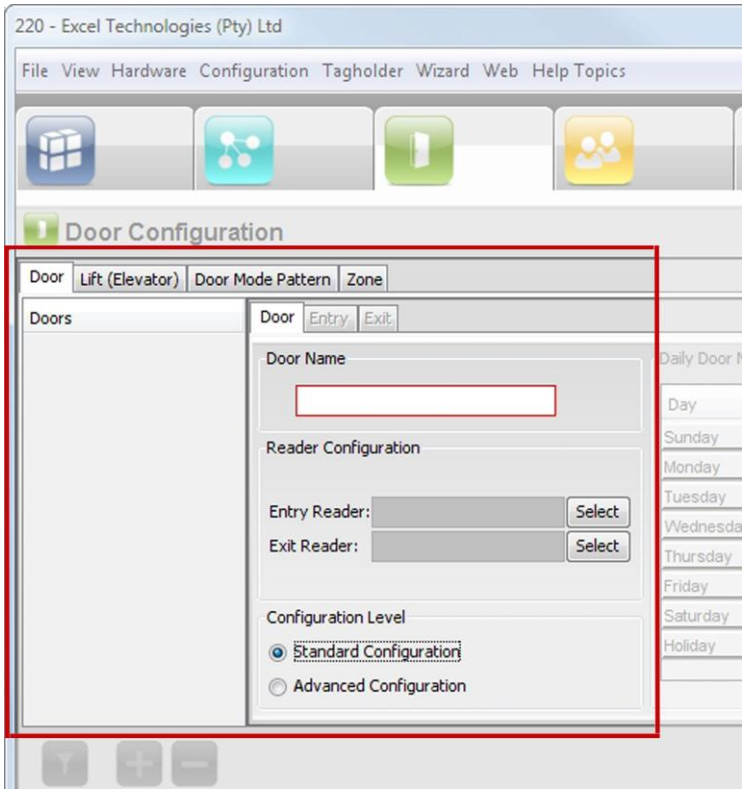

Figure 7 – Left-hand Side of the Door Configuration Pane
1. In the **Reader Configuration** group (see Figure 7), alongside the **Entry Reader** textbox, click the **Select** button.